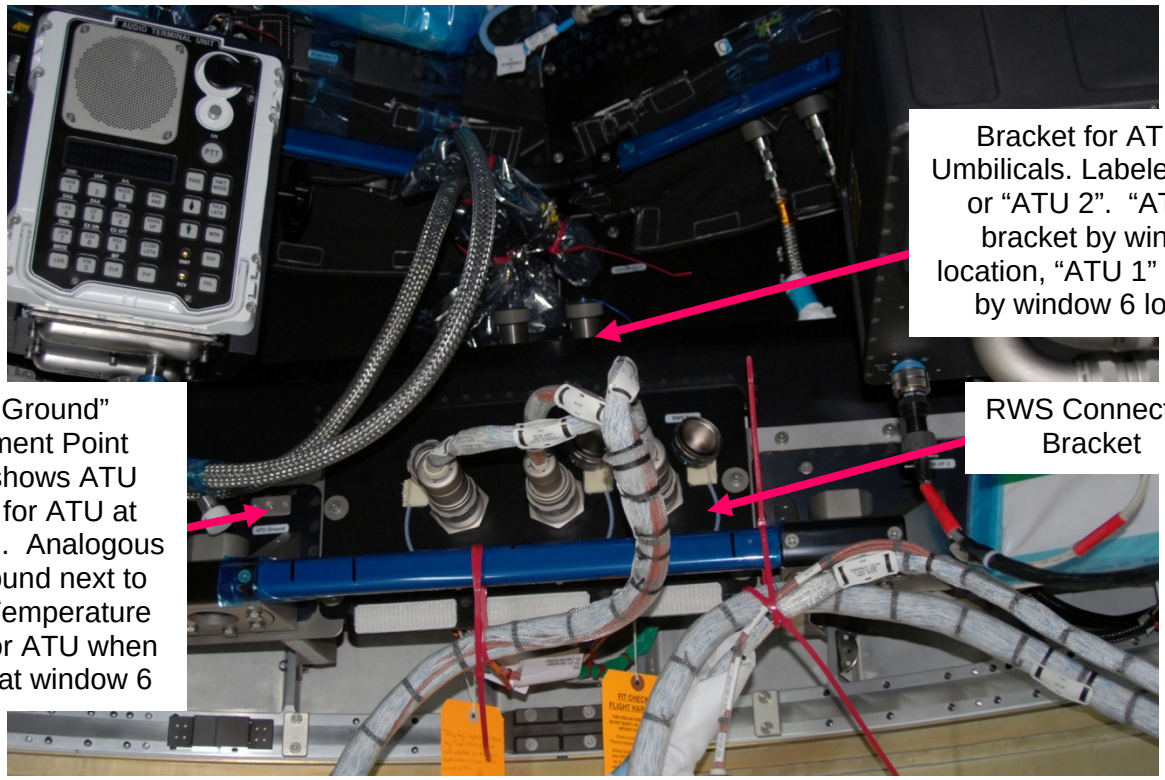

Figure 8. - Location of ATU Interfaces (ATU Shown Installed at Window 3 Location).
Refer to Figures 8 and 9.
2. There are two ATU Ground attachment points (one for each ATU installation location). When the ATU is installed at Window 3, the ATU Ground attachment point next to the RWS Connector Bracket (CUP1F1) is used. When the ATU is installed at Window 6, the ATU Ground next to the Cupola Temperature Control (CUP1A1) is used. Refer to Figure 8.
Refer to Figure 8.